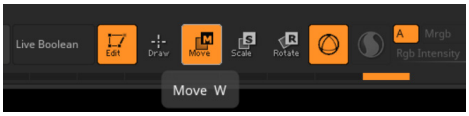
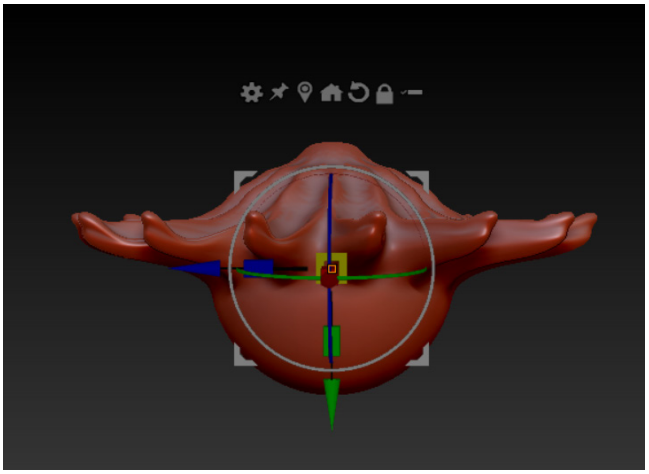
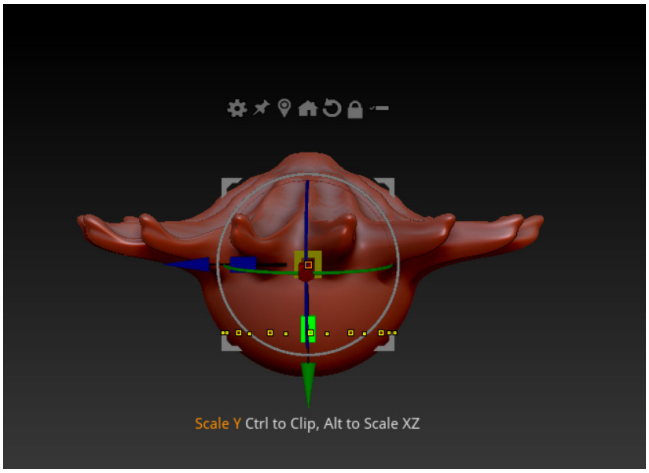
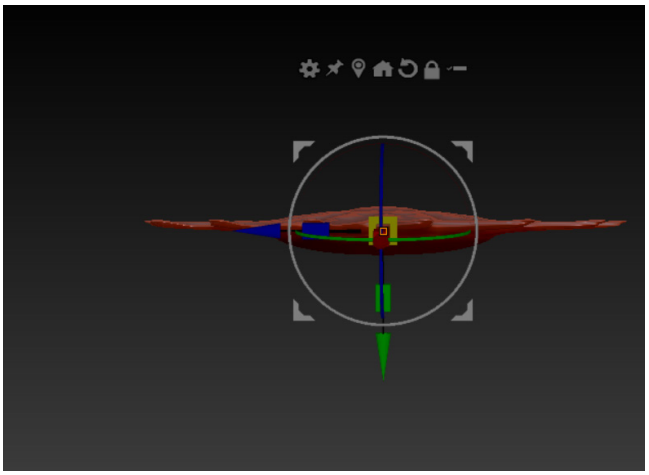

Figure 3-148 *The* ***Move*** *button chosen*
Figure 3-149 *The gyro displayed*
Figure 3-150 *The green symbol of gyro highlighted*
Figure 3-151 *Unwanted area hidden*
7. Choose the **Move** button, as shown in Figure 3-148; a gyro is displayed, as shown in Figure 3-149. Next, hold the CTRL key and press and hold down the left mouse button on the green symbol and drag it in the upward direction, as shown in Figure 3-150. Notice that the unwanted area of the mesh is hidden, as shown in Figure 3-151.